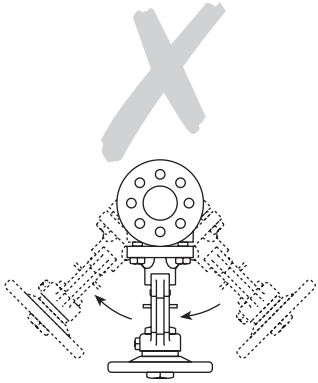

Fig. 5
3.3 Installer la vanne dans le sens d'écoulement indiqué par la flèche de coulée sur le corps. La meilleure position est avec la tige verticale. La vanne peut être installée, à partir de la position verticale en position horizontale. (Voir Fig. 5)